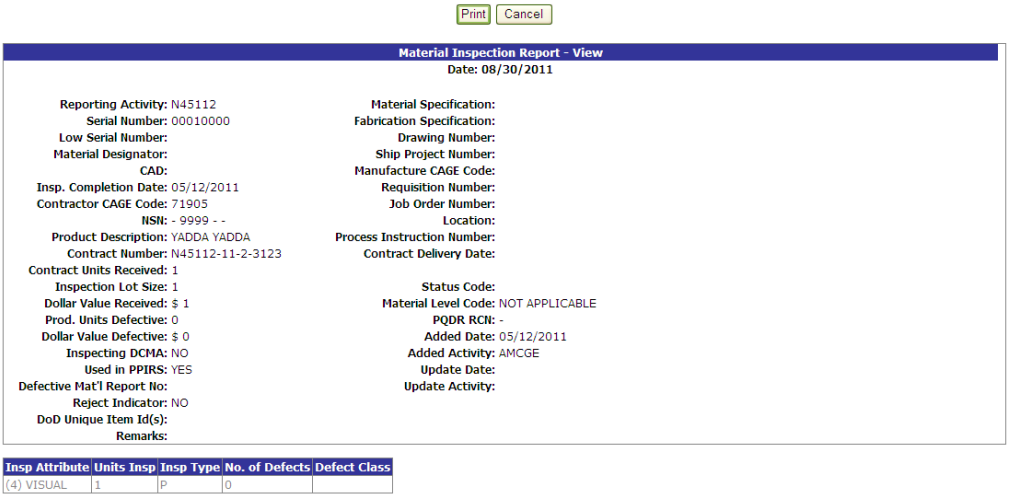

Figure 5.3
g. To view or print the record with no edit capability, select the View/Print link in the row with the MIR control number of interest. A view of the record will display as in Figure 5.3.